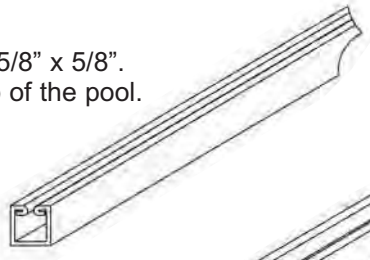

Fig. 30
***IMPORTANT: Make sure you are using the bottom rails and not the inner stabilizer bars. The bottom rails on some pool models are made of resin and not metal (see Fig. 31 and Fig.32). The stabilizer bars are always metal and they have a male and female end. The bottom rails are the larger width rails that have the straight cuts on both ends. The bottom rails do not interlock (see Fig. 30).**